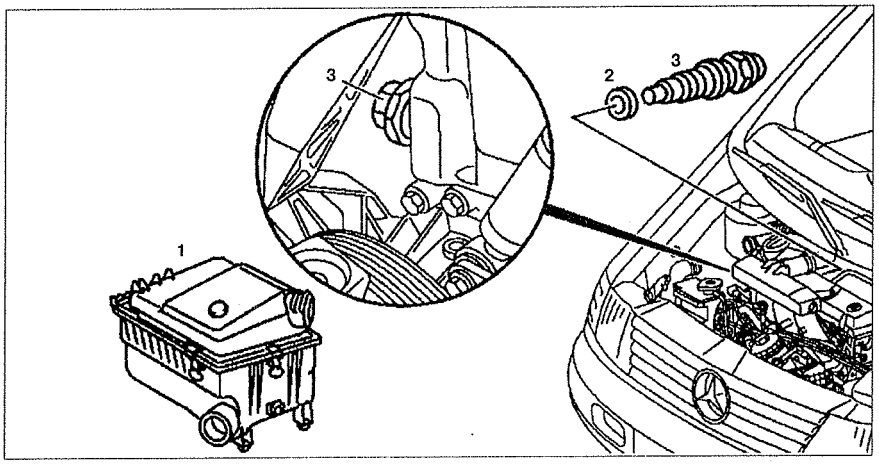

Рис. 4.26. Натяжитель цепи ГРМ:
2. Снимите стопорный фиксатор **2** (см.рис.4.26).